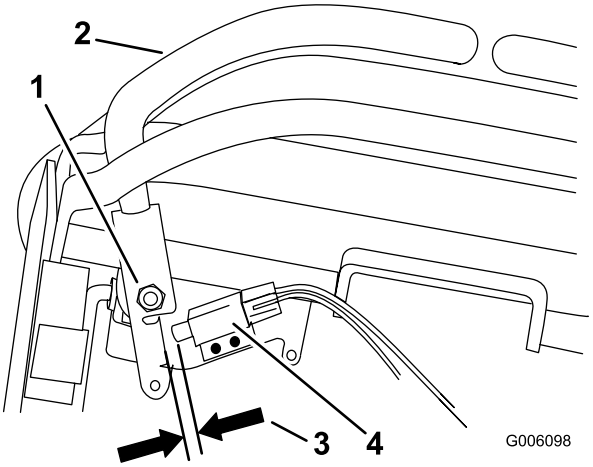

**Figure 56**
10. Vérifiez l'écartement entre le levier de commande et l'interrupteur comme illustré à la Figure 56. L'espacement doit être de 1,6 à 2,4 mm (1/16 à 3/32").